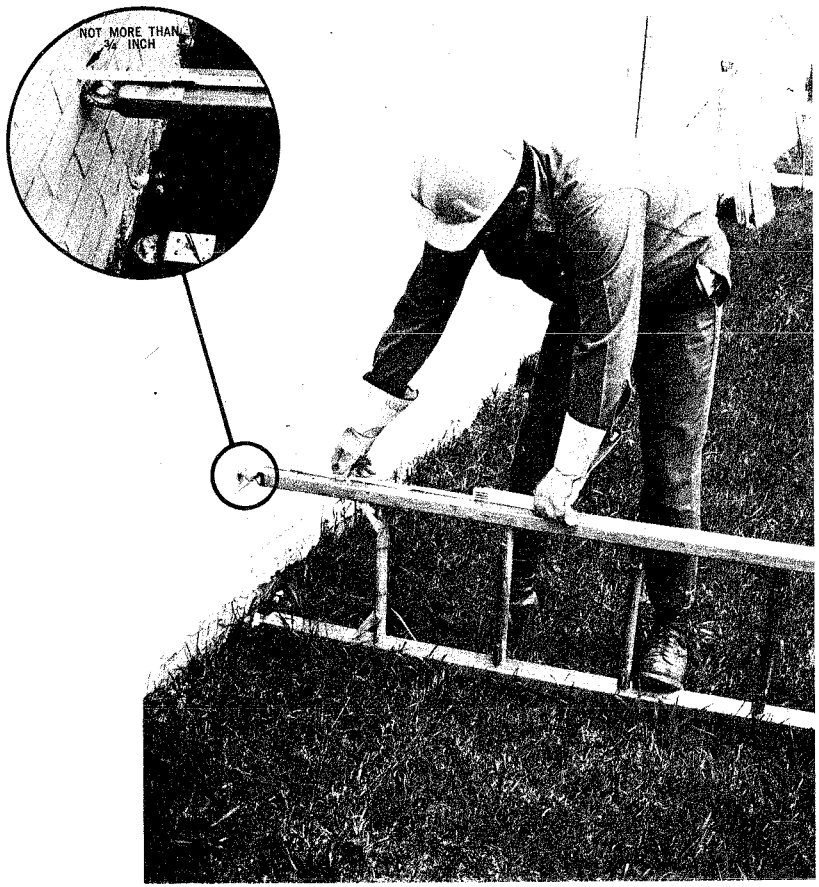

Fig. 39 — Measuring Longitudinal Play in Side Rails
11.07 Check for excessive longitudinal play in side rails (more than 3/4-inch or the width of the thumb). This is due to looseness of the rungs and rung braces and may be measured as shown in Fig. 39.